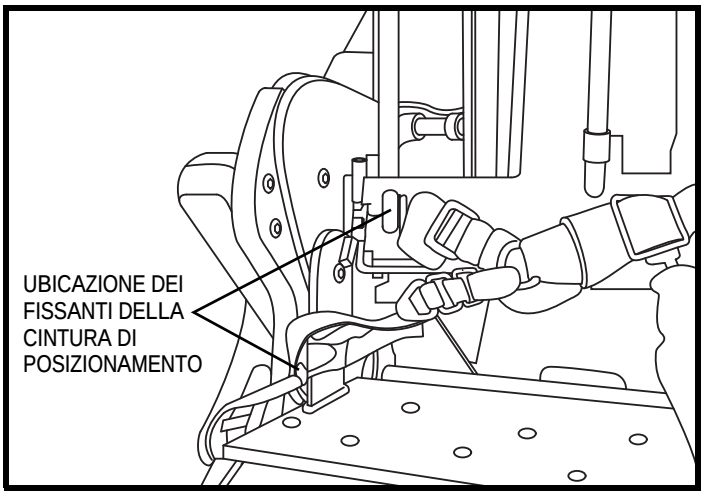

Figura 53. Ubicazione dei fissanti della cintura di posizionamento
2. Usare i fissanti della cintura di posizionamento, seguendo le istruzioni del produttore. **Vedere la figura 53.**